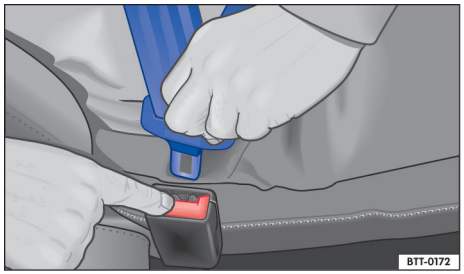

Fig. 24 Retrait du pêne du boîtier de verrouillage
1. Appuyez sur le bouton rouge du boîtier de verrouillage → fig. 24. Le pêne est éjecté.